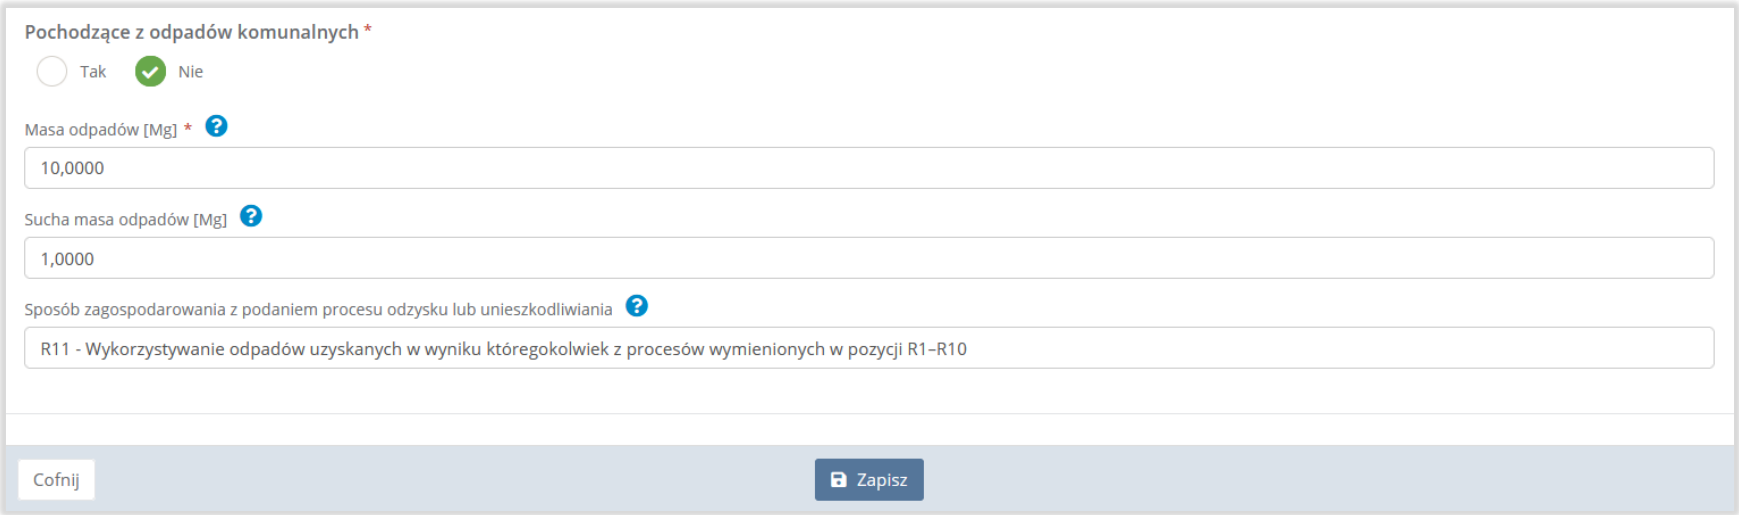

Rysunek 28 Masa odpadów oraz sposób zagospodarowania z podaniem procesu odzysku lub unieszkodliwiania
- sposób zagospodarowania z podaniem procesu odzysku lub unieszkodliwiania. **[RYSUNEK 28]**